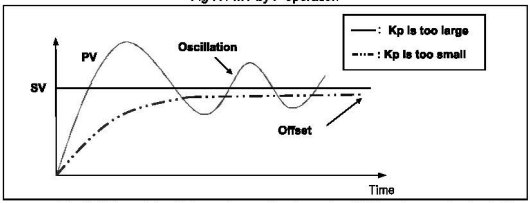

Fig. 7.2 The relation between Proportional constant (Kp) and present value (PV)
③ If the Kp is too large, the PV reaches to the SV swiftly, but it may cause a bad effect like oscillations.
④ If the Kp is too small, oscillation will not occur. However, the PV reaches the SV slowly and an offset may appear between PV and SV as shown in the Fig. 7.2.
⑤ The manipulation value (MV) varies from 0 to 4,000. User can define the maximum value of MV (MV_MAX) and minimum value (MV_MIN) within the range 0 ~ 4,000.
⑥ When an offset remains after the system is stabilized, the PV can be reached to the SV by adding a certain value. This value is called as bias value, and user can define the bias value.